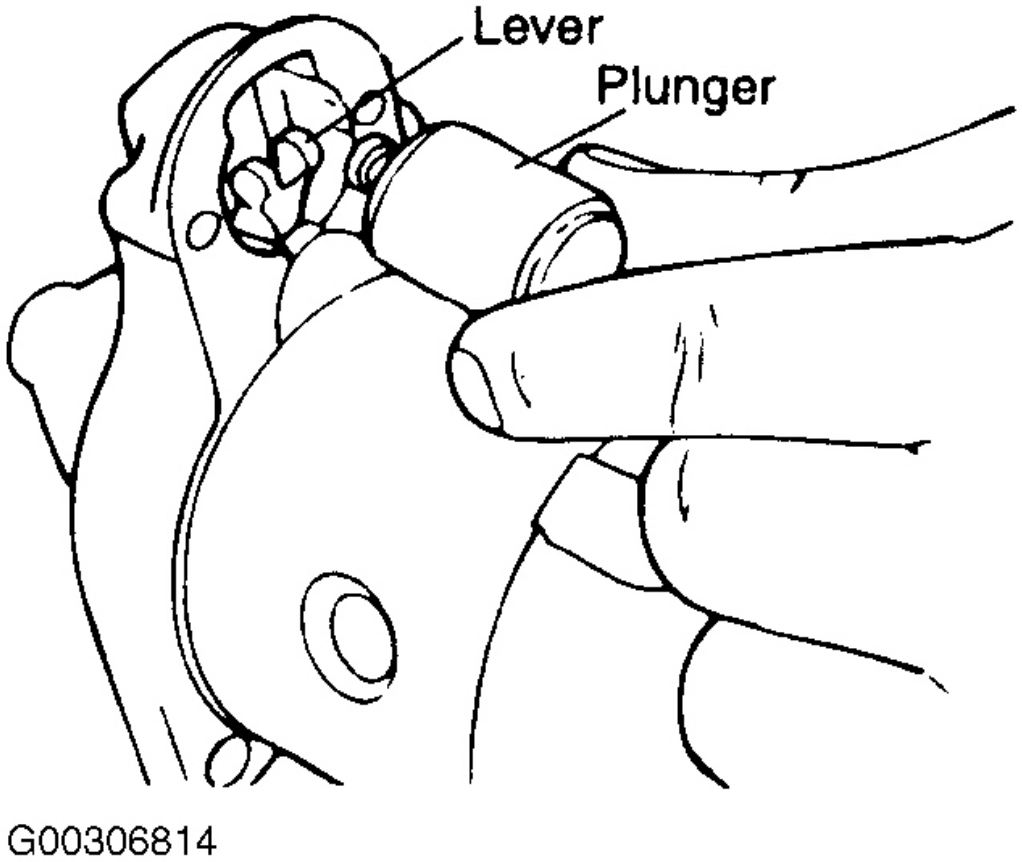

Fig. 16: Extracción de émbolo
5. Soltar el émbolo de la palanca y retire el émbolo. Ver **La Fig. 16** . _____
11. Engage émbolo del mango. Ver **La Fig. 16** .